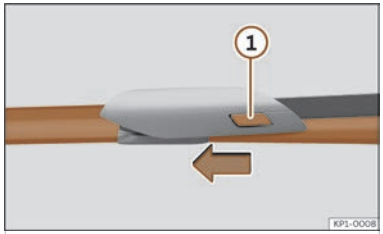

Fig. 179 Changing the windscreen wiper blades
- Press and hold release button >>> Fig. 179 (1) and pull gently on the wiper blade in the direction of the arrow.